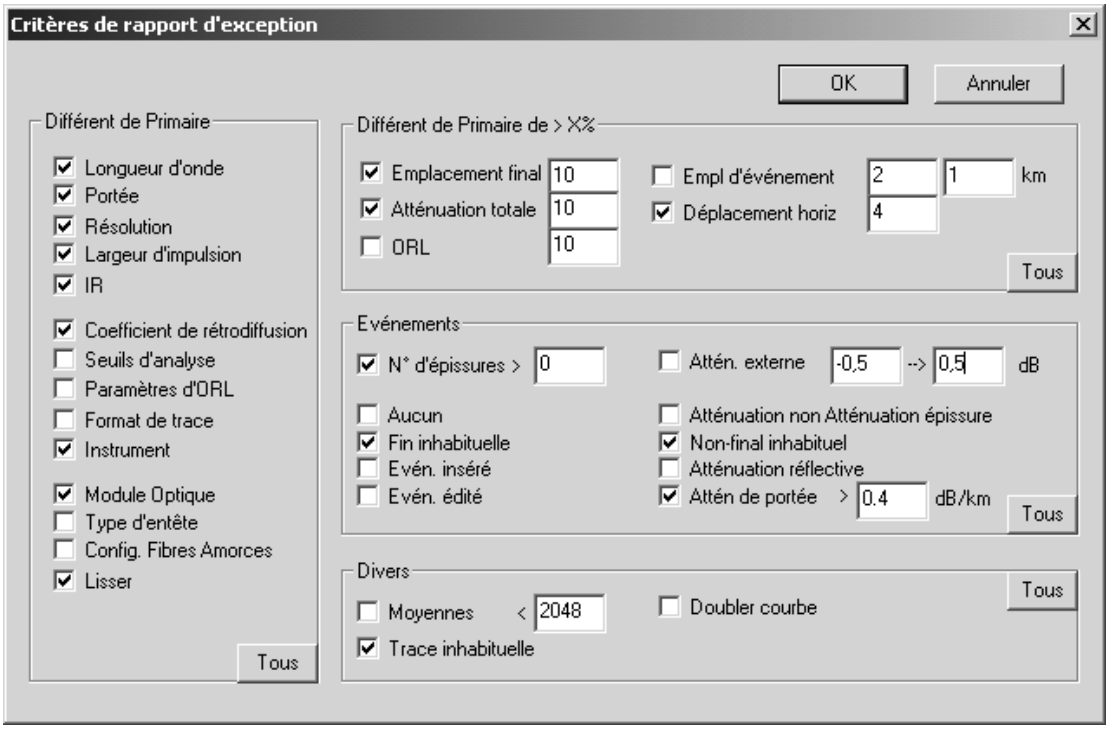

Figure F-2: Boîte de dialogue Rapport d'Exception
7. Sélectionner les critères souhaités dans la boîte de dialogue Rapport d'Exception. (Figure F-2) et cliquer sur OK.